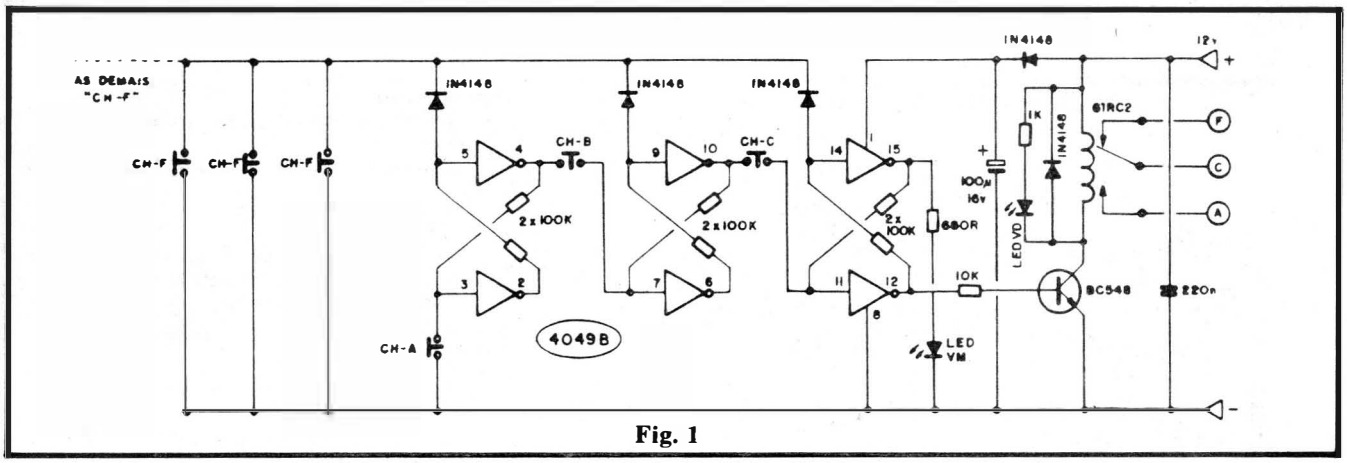

Fig. 1
O surpreendentemente simples esquema do TECODIS está na fig. 1... Com um único Integrado C.MOS 4049B (contendo 6 simples inversores) são estruturadas 3 "células de memória" (biestáveis), devidamente "enfileiradas" para determinar a sequência do código. A sequência válida é a seguinte: acionado o **push-button** CH-A o pino 4 do primeiro biestável torna-se "baixo", e **apenas assim** possibilitando que ao apertar-se o botão CH-B o segundo biestável manifeste estado "baixo" no seu pino 10, e **apenas nessa condição** permitindo que, ao pressionar-se o botão CH-C o pino 12 do último biestável fique "alto", polarizando o transístor BC548 que, por sua vez, energiza o relê, cujos contatos acionam a carga ou dispositivo acoplado ao TECODIS! Ao mesmo tempo em que (nessa **única** sequência válida...) o pino 12 do 4049B fica "alto", o pino da saída complementar do referido biestável (15) que, em **stand by** estava "alto" mantendo o LED piloto vermelho aceso, manifesta-se agora "baixo", apagando o LED vermelho. Por outro lado, o LED verde, em paralelo com a bobina do relê (que em **stand by** estava apagado), **acende**. Os dois LEDs, por-